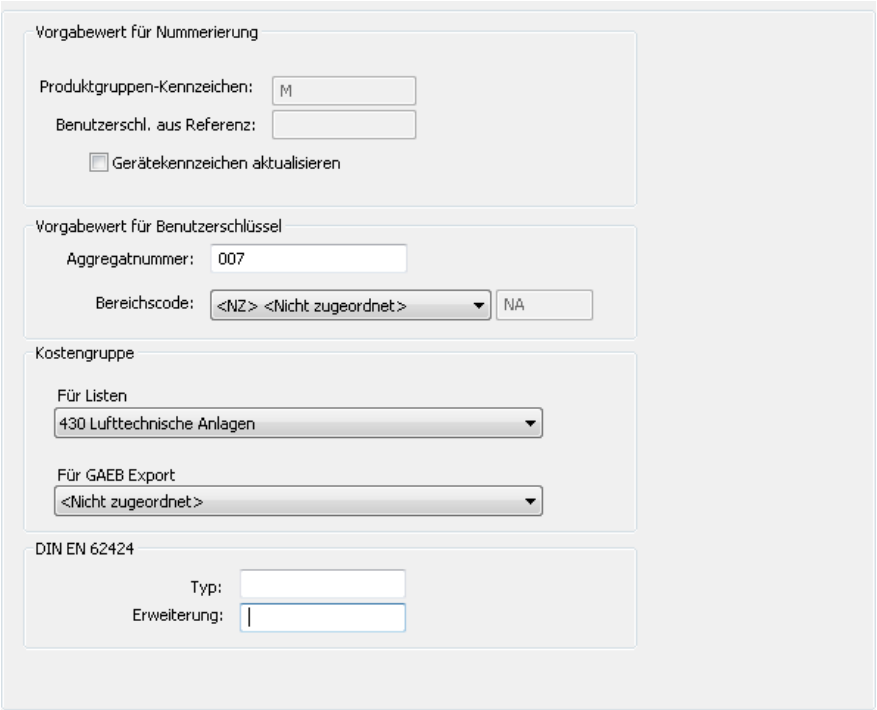

Bild 29.14 – Bearbeiten, Rubrik *GKS Info*
- Schalten Sie um auf die Rubrik *GKS Info*. Die Optionen werden eingeblendet (Abb. 29.14).